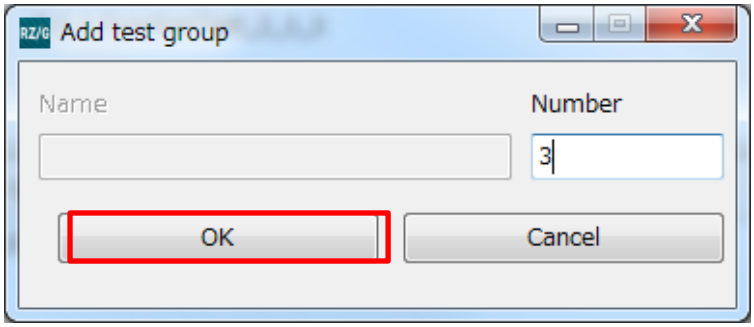

Figure 4-48 [Add test group] Dialog Box
2. Once the [Add test group] dialog box shown in Figure 4-48 appears, enter the number of the group to be added and click on the [OK] button